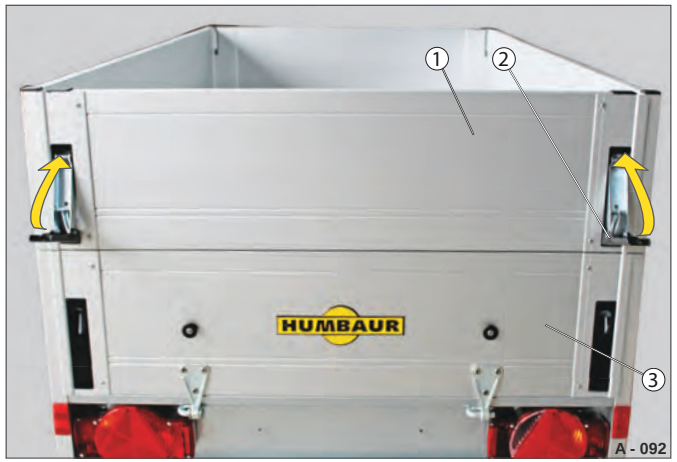

Fig. 27 Montering af bageste / forreste kantpladeforøger
▶ Stil den bageste / forreste kantpladeforøger (Fig. 27 /1) på den sikrede bagkantplade / basiskantplade (Fig. 27 /3).
Lukkeanordningerne (Fig. 27 /2) peger udad.